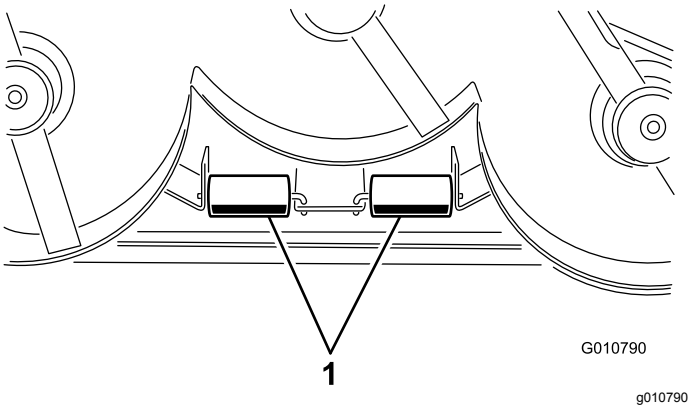

Figur 13
1. Ta bort saxsprintarna som fäster valsaxlarna till fästena på däckets undersida (Figur 13).